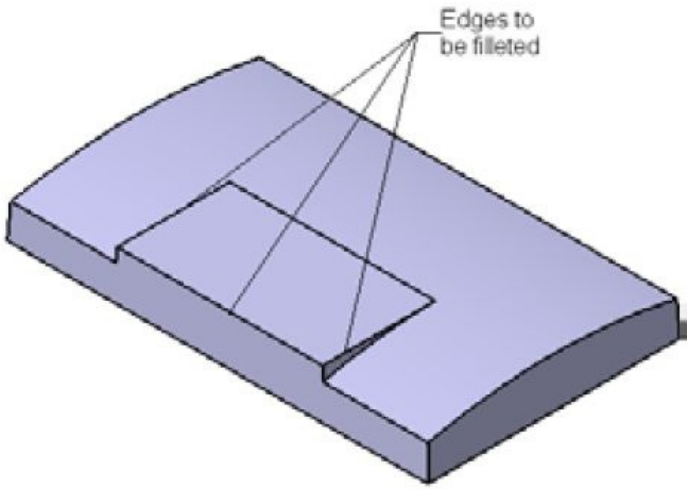

Figure 6-101 *Edges to be filleted*
d. Fillet the edges of the model, refer to Figures 6-101 through 6-106.
2. Select the edges, as shown in Figure 6-101, and set the value in the **Radius** spinner to **3**.